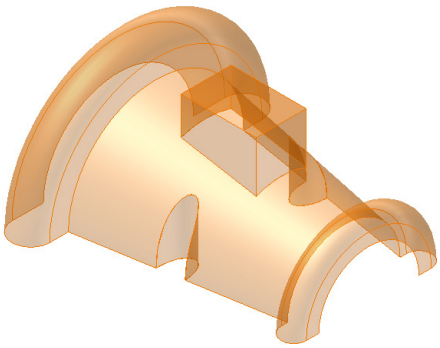

***Figure 18-65*** *Model after stitching surfaces*
1. Invoke the **Stitch Surface** tool from the **Surface** panel of the **3D Model** tab. Select all the surfaces so that they get stitched together. Next, choose **Apply** and then **Done** from the **Stitch** dialog box. Figure 18-65 shows the model after stitching surfaces.